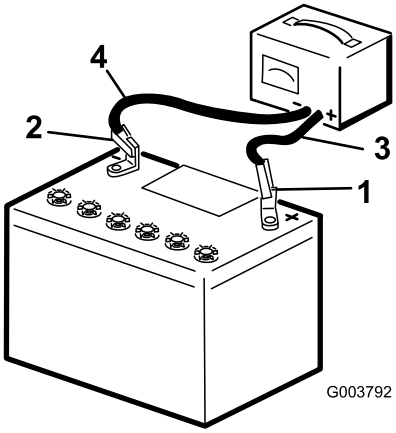

**Figur 38**
3. Ladda batteriet i 10 till 15 minuter med 25 till 30 A eller 30 minuter med 4 till 6 A (Figur 38). Överladda inte batteriet.
4. När batteriet är fulladdat ska laddaren kopplas bort från eluttaget, och sedan ska laddningskablarna kopplas bort från batteripolerna (Figur 38).